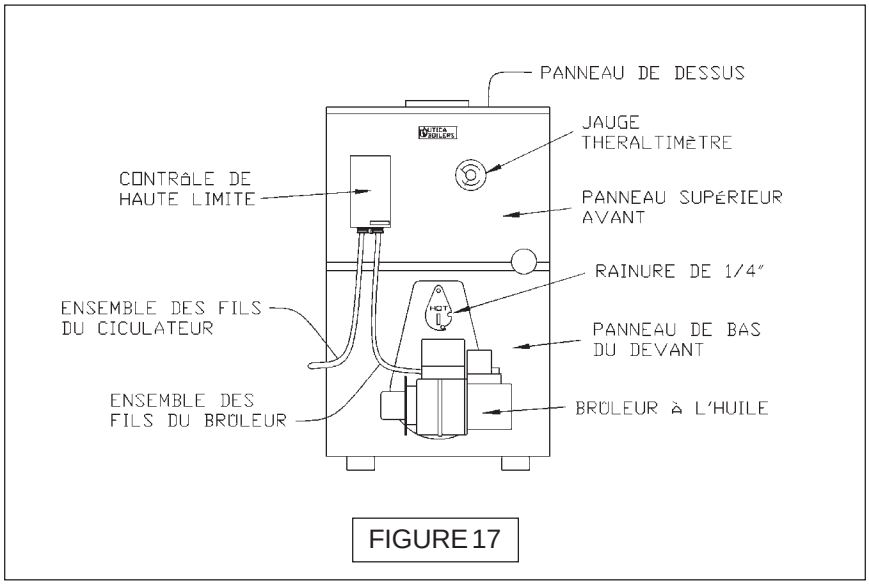

FIGURE 17
Faire fonctionner périodiquement le levier de la soupape de décompression, montré à la Figure 17, de la page 16, sur la chaudière pour s'assurer qu'il fonctionne correctement. La soupape de décompression doit s'ouvrir avant que la pression de l'eau dépasse 30 lbs sur l'indicateur de niveau. Si le niveau de la pression est dépassée et que la soupape de décompression a des fuites d'eau, quand la chaudière fonctionne à des pressions normales, on doit remplacer la soupape immédiatement.De la corrosion peut s'accumuler rapidement à la base de la soupape et l'empêcher de fonctionner comme dispositif de sécurité.
Il y a une rainure de ¼" de diamètre dans le couvercle prévu pour l'inspection,afin de pouvoir prendre les lectures de tirage dans la chambre de combustion. Voir la figure 17, à la page 16. Un trou de ¼" de diamètre peut être requis dans le tuyau de fumée entre la chaudière et le registre barométrique (si utilisé) pour prendre les lectures de tirage , de l'indicateur CO^2, de la fumée et de la température.Ajuster les volets pour l'air du brûleur afin d'obtenir seulement une "trace" de fumée. Mesurer CO^2, à ce point.augmenter l'ajustement de l'air pour faire baisser le CO^2 de un (1) pourcent approximativement.Vérifier pour assurer le minimum négatif de .02 C.E. (colonne de l'eau), le tirage "au-dessus du feu" et zero (0) de fumée. Si on ne peut pas maintenir .02 C.E. et le tirage "au-dessus du feu", des changements et /ou des modifications peuvent être requis dans le tuyau ou la cheminée.
A. Contrôle de haute limite: enlever le couvercle et noter le réglage de la température. Voir la figure 17 à la page 16. Quand le brûleur est en fonction, diminuer le réglage au point minimum.Quand la température de l'eau de la chaudière dépasse ce point, l'interrupteur de haute limite s'ouvre, et coupe le courant du brûleur à l'huile. Remettre le réglage de haute limite au point désiré. Le brûleur devrait redémarrer.
L'ENTRETIEN PRÉVENTIF d'une chaudière à l'huile réduit les coûts de fonctionnement. La chaudière, le tuyau et le tuyau de fumée doivent être inspectés périodiquement ,mais au moins une fois par année avant le début de chaque saison de chauffage pour voir s'il n'y a. pas d'accumula-tion de suie ou de dépôts calcaires. Quand il y a de la suie sur les côtés et à l'intérieur des tuyaux, cela veut dire que la combustion n'est pas complète, et ceci est la cause de l'accumulation de suie jusqu'à ce soit complètement bouché. Pour enlever la suie et les dépôts calcaires des tuyaux, enlever le panneau du dessus, nettoyer le dessus de la plaque et du brûleur. Voir les instructions à la page 15 pour savoir comment enlever le brûleur à l'huile. Avec une brosse d'acier, brosser la suie et les dépôts calcaires à l'intérieur de la chambre de combustion, cela peut être fait par l'ouverture du brûleur. Avec l'aspirateur, ramasser les débris dans la chambre de combustion. Inspecter la chambre de combustion pour voir s'il y a des fissures. Si la chambre de combustion est endommagée, la remplacer immédiatement. Si on ne le fait pas elle pourrait être la cause du bris prématuré de l'unité, et peut causer des blesuures personnelles. Voir la figure 17 à la page 16.